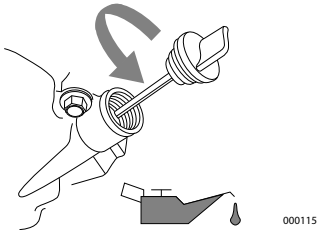

Figure 2-7. Retrait de la jauge
3. Retirez le bouchon de remplissage d'huile et essuyez la jauge. Reportez-vous à la *Figure 2-7*.